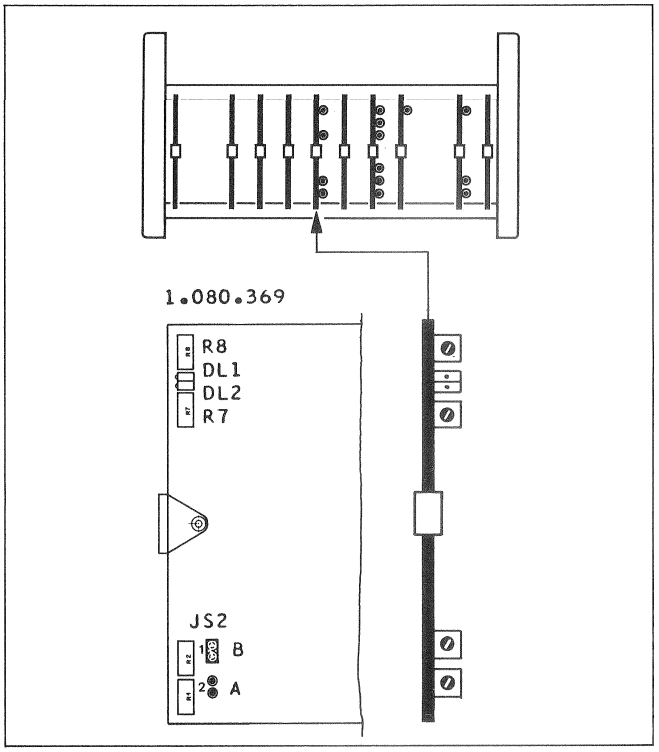

Fig.4.5
-> Fig.4.5
Reset jumper JS2 to position "A": (disables reverse PLY mode). -> Fig.4.5